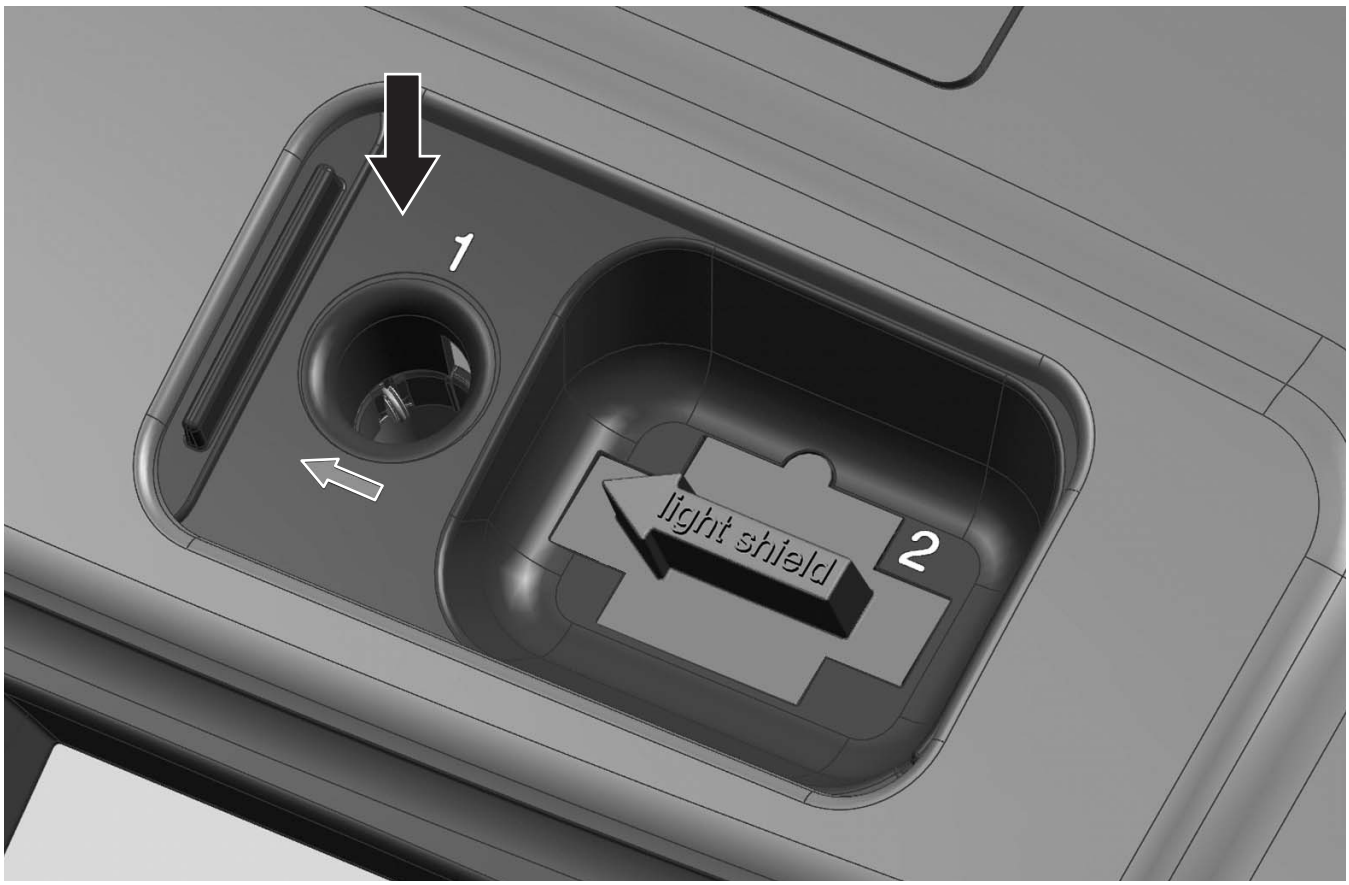

Figura 10 Compartimento de cubetas 1 para cubetas de 13 mm de código de barras y viales de 16 mm
- Al colocar una cubeta en el compartimento de cubetas 1 (Figura 10), el programa de medición correspondiente se activa de forma automática en el Menú principal.